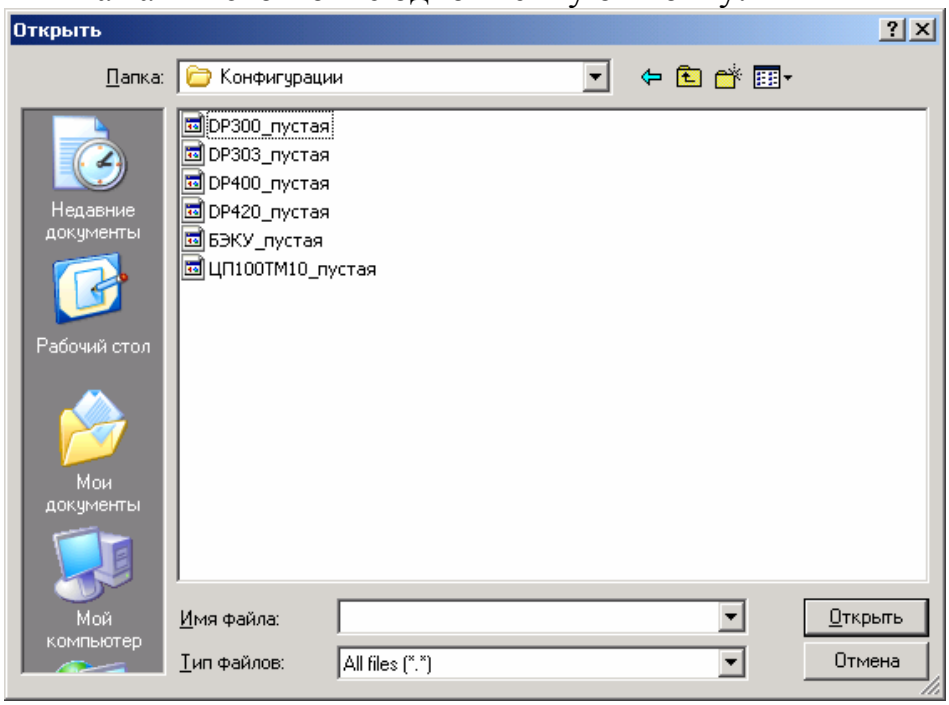

Рис.56 Окно «Открыть».
3. Появится стандартное окно «Открыть». Выбрать из каталога «arm\Конфигурации» (рис.56) соответствующий файл с заводскими установками и нажать в этом окне одноименную кнопку.